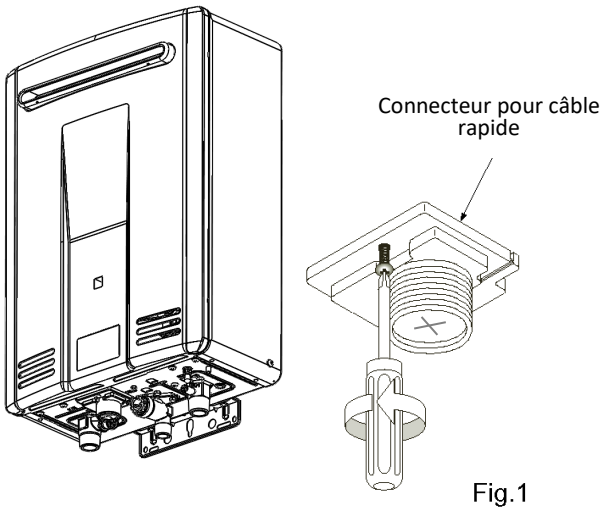

Fig.1
8. Retirer la vis du connecteur de câble rapide. (Fig. 1)